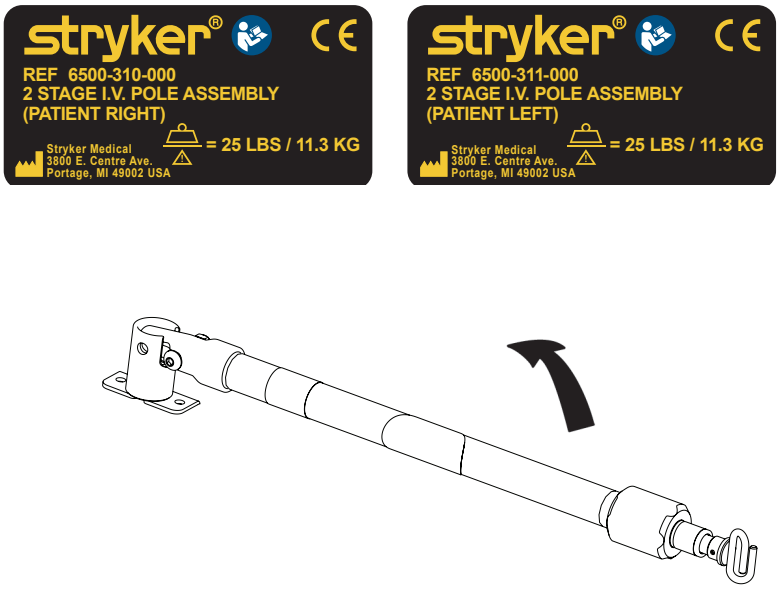

Figur 61
1. Lyft och sväng stativet från förvaringsläget, och tryck ned den tills den låses fast i fästet (A).
2. Höj stativet genom att vrida låsmanövreringsdelen (B) moturs och dra i stativets utdragbara del (C) och därmed dra upp det till önskad höjd.
3. Vrid låsmanövreringsdelen (B) medurs för att låsa fast den utdragbara delen på plats.
4. Häng infusionspåsarna på infusionshaken (D).
5. Vrid låsmanövreringsdelen (B) moturs och låt delen (C) glida ned till det nedre röret.
6. Vrid låsmanövreringsdelen (B) medurs för att fästa.
7. Lyft och sväng ned stativet till förvaringsläge (se Figur 61).